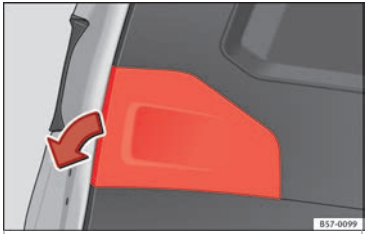

Fig. 110 Rear lid open: remove the lid.
1. Remove the rear lid cover in the direction indicated ››› Fig. 110.